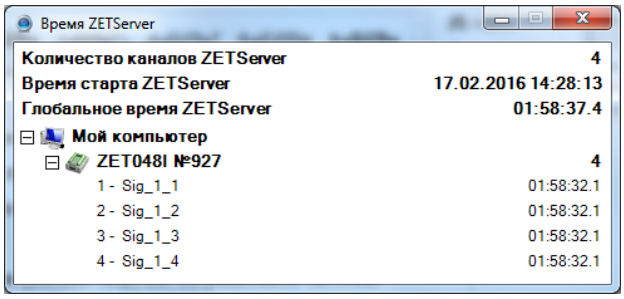

Рис. 5
- убедиться, что в окне программы «Время ZETServer» (Рис. 5) появилась информация о подключении регистратора (определились измерительные каналы и началось непрерывное и синхронное изменение времени на каналах).